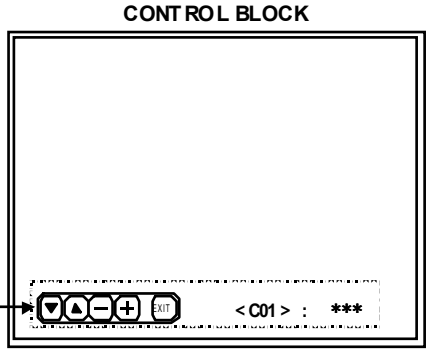

Fig.15
① In the <BLOCK SELECT> screen, press the **VOLUME/SELECT +(UP)** key.
② Then the CONTROL BLOCK adjustment screen is displayed (Fig. 15).
③ The original front key function replaced with the other function displayed at the lower side of the screen as shown below.